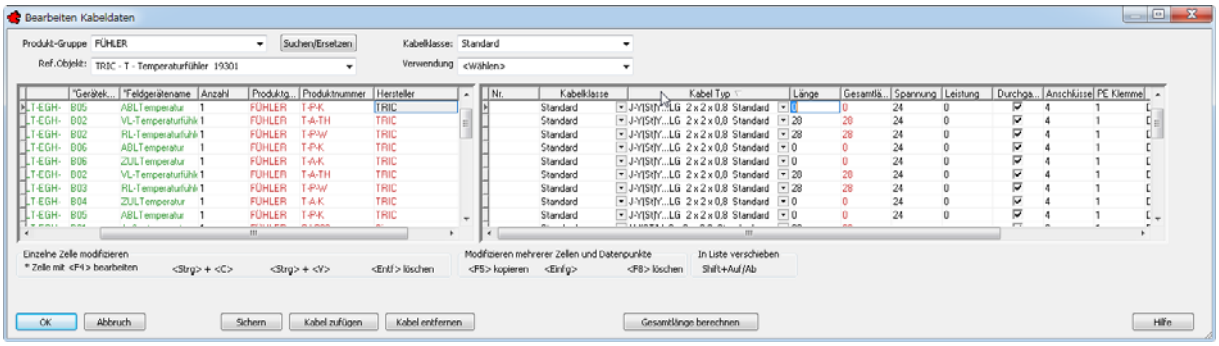

Bild 23.23 – Globales Editieren für Kabeldaten, hier Sortierung nach Kabeltyp
- Durch die Spaltensortierung können Sie die Liste z. B. nach der Spalte *Verwendung* und somit nach der Trassenbelegart sortieren. Sie können sie natürlich auch nach der Spalte *Kabeltyp* auflisten (vgl. Abb. 23.23).